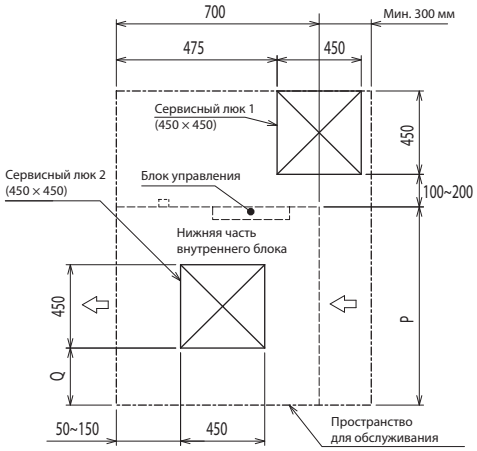

Рис. 2 (Вид по направлению стрелки A)
• Установите сервисные люки 1 и 2 (450 × 450 мм каждый), как показано на Рис. 2. (Сервисный люк 2 не требуется, если между внутренним блоком и потолком есть достаточное пространство для работы специалиста по обслуживанию.)